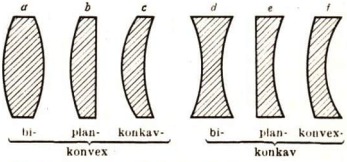

Abb. 33. Die wichtigsten Linsenformen
Die beiden Seitenflächen einer Linse brauchen durchaus nicht von gleicher Form zu sein. Eine Linse kann auf der einen Seite konvex, auf der anderen konkav sein. Eine der beiden Seitenflächen kann auch eben sein. Abb. 33 gibt uns eine Übersicht über die wichtigsten Linsenformen.
3. Die Bildentstehung an der Sammellinse. Wir beschränken uns bei unseren Betrachtungen im folgenden stets auf die Bikonvexlinse (vgl. Abb. 33) und verfolgen die Bildentstehung an der Linse im einzelnen. Dabei rücken wir wie beim Hohlspiegel eine brennende Kerze aus großer Entfernung allmählich an die Linse heran. Auf der anderen Seite der Linse entstehen umgekehrte reelle Bilder, die wir auf einem Papierschirm auffangen. Die hierbei zu unterscheidenden charakteristischen Fälle sind unter Ziffer 1 bis 3 der beigefügten Tabelle zusammengestellt.
5. Beschreibe die sechs in Abb. 33 dargestellten Linsenformen!